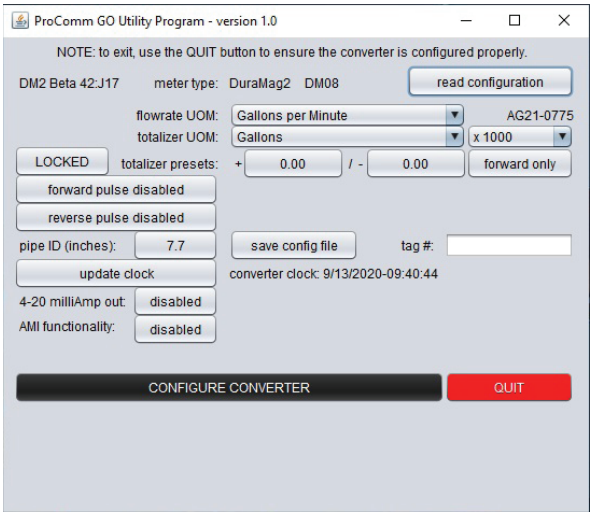

Figure 37. Configuration tool interface
2. Start the software. Follow the instructions shown before setting up your customized configuration. (Figure 37)